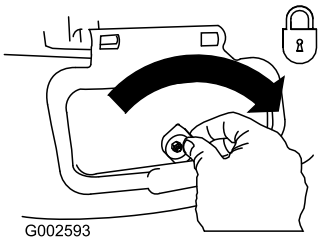

**Figur 34**
**Viktigt: Lås fast sidoutkastarluckan när du stängt den (Figur 34).**